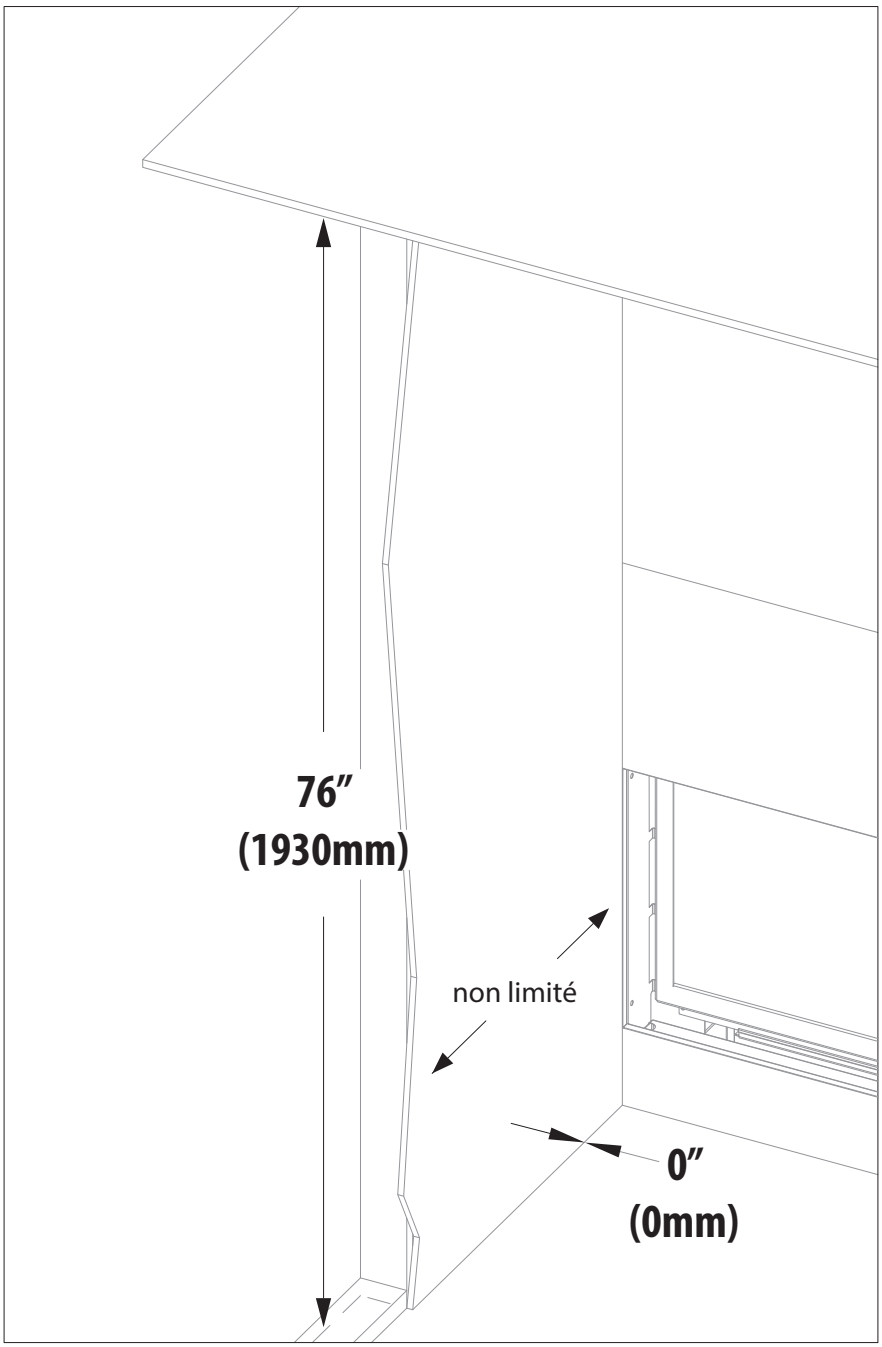

Figure 4.3, Exigences de murs latéraux pour installation standard
- **Montants (piédroits) du manteau :** Mêmes directives que la section «Dégagement au revêtement latéral combustible», ci-dessous. Voir la Figure 4.3 à la page 37. Si vous installez un contour optionnel, voir la Mesure 'A', à la Section 4.4 Directives de finition pour les contours optionnels (page 42), pour le dégagement exigé entre les côtés du contour optionnel et les matériaux de finition.
- **Dégagement au revêtement latéral combustible :** Le revêtement latéral combustible non limité («unlimited combustible side trim») peut affleurer au bord de finition latéral du foyer. Voir la Figure 4.3 à la page 37. ***Si vous installez un contour optionnel,*** voir la Mesure 'A', à la Section 4.4 Directives de finition pour les contours optionnels (page 42), pour le dégagement exigé entre les côtés du contour optionnel et les matériaux de finition.
- Le dégagement minimal entre les murs latéraux adjacents et les bords de finition latéraux du foyer est de 0 po (0 mm). Voir la Figure 4.3 à la page 37. ***Si vous installez un contour optionnel***, voir la Mesure 'A', à la Section 4.4 Directives de finition pour les contours optionnels (page 42), pour le dégagement exigé entre les côtés du contour optionnel et les matériaux de finition.